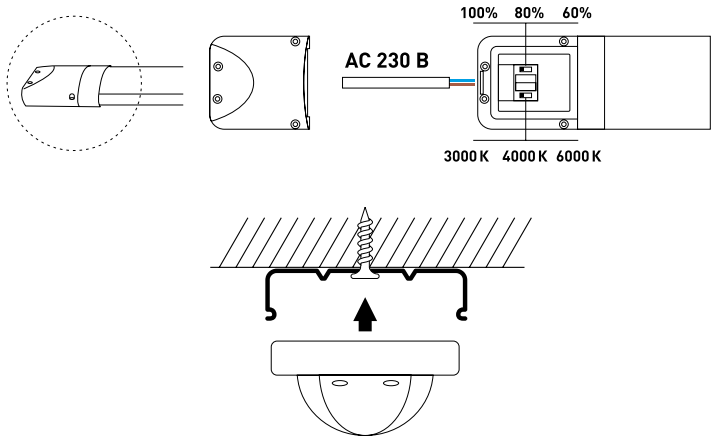

Рис. 2. Установка и подключение светильника
3.2. Снимите крышку ввода питания, открутив фиксирующие винты. Выберите нужную мощность и цветовую температуру, режимы работы представлены на рис. 2.